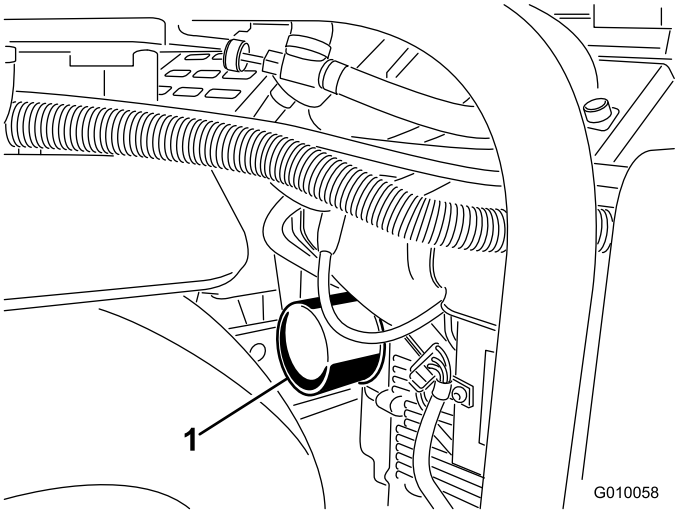
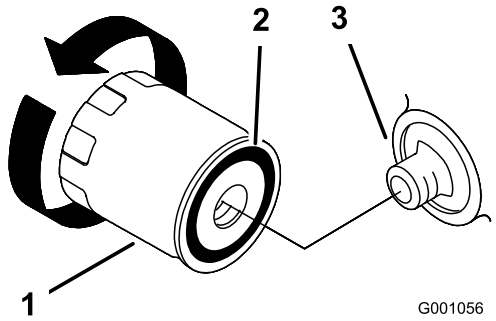

Figur 47
Figur 48
6. Plasser et grunt fat eller en fille under oljefilteret for å fange opp olje (Figur 47).
7. Fjern det brukte filteret (Figur 47 og Figur 48), og tørk av filteradapterens pakningsflate.